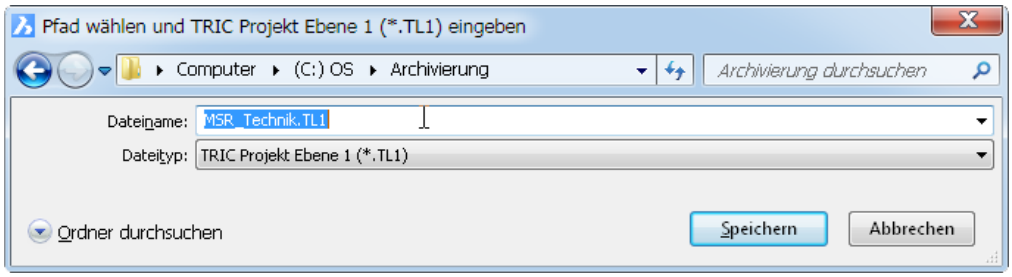

Bild 18.68 – Dateiname und Erweiterung für ein Titel-Archiv
- Sie können jedoch in ein beliebiges Laufwerk und Verzeichnis wechseln oder über die Explorer-Funktionen ein neues Verzeichnis anlegen. Default für den *Dateinamen* ist der Name der Ebene, hier also **MSR-Technik**. Die Erweiterung für die erste Ebene lautet TL1 (Abb. 18.68).